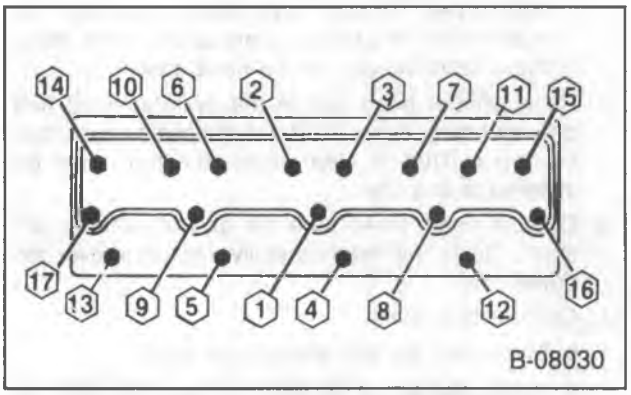

Figure 11—Head Bolt Tightening Sequence
Install or Connect (Figure 11)
- Using the sequence shown in figure 11, tighten all bolts to 25 N•m (20 ft. lbs.).